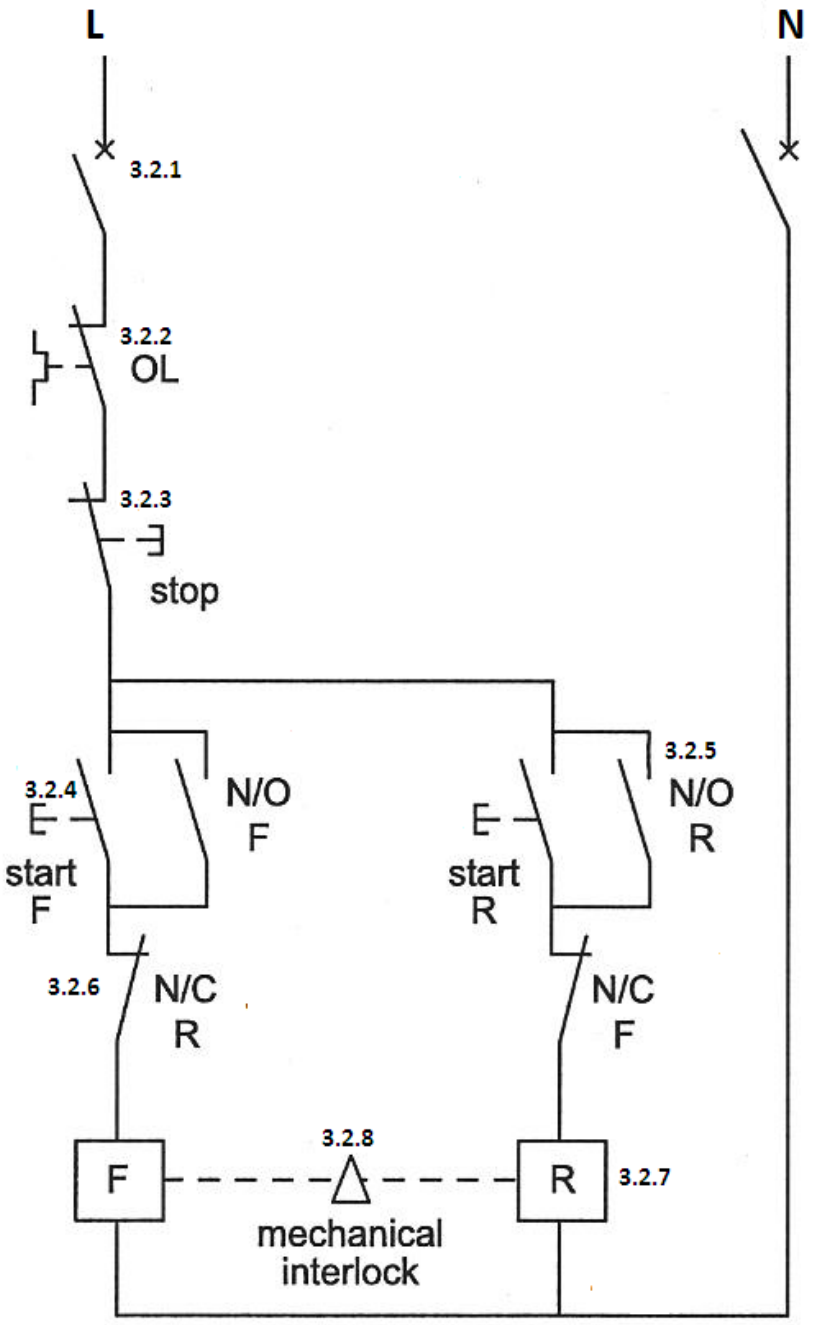

FIGURE 1
3.3 List SIX tools required to install the drive in FIGURE 1. (6)